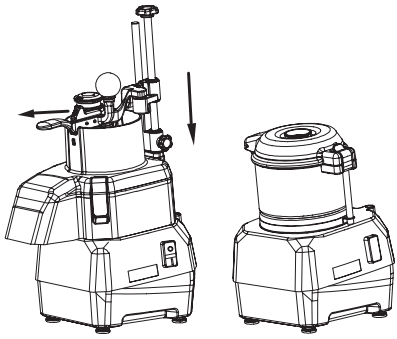

Fig.9 Fig.10
* Cuando utilice el accesorio Opcional (Cutter) , presione el bloque deslizante hacia la parte inferior y bloquear el volante, como se muestra en la Figura 10. Fig.9 Fig.10